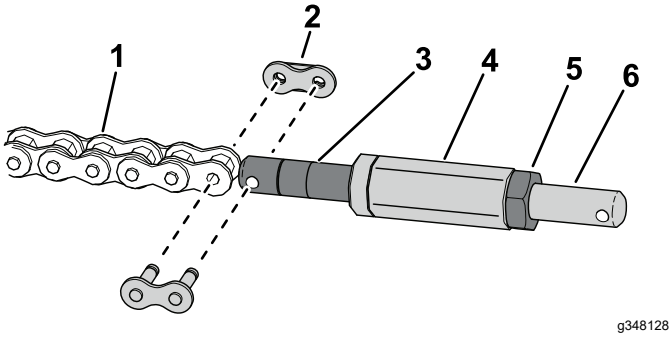

**Figuur 3**
3. Verbind de ketting via een sluitschakel met de kettingspanmoer (Figuur 3).
4. Monteer de zeshoekige as op de spanmoer van de ketting (Figuur 3).
5. Gebruik een contramoer om de spanmoer van de sluitschakel te monteren op de zeskantige as (Figuur 3).